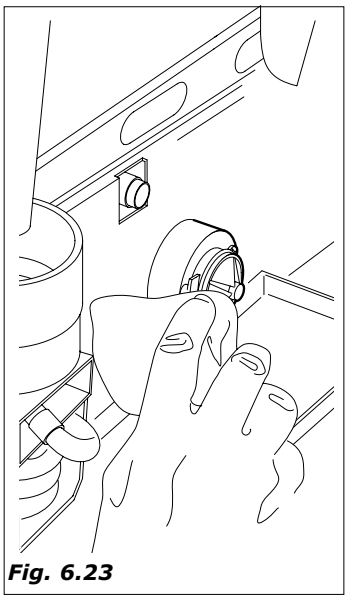

Fig. 6.23
– com um pano molhado na solução limpar também as bases dos misturadores *(Fig.6.23)*